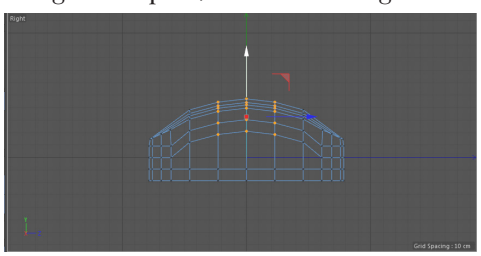

Figure 3-42 *The points to be selected*
31. Select the points of *Computer mouse* in the Right viewport using the 9 key, as shown in Figure 3-42.